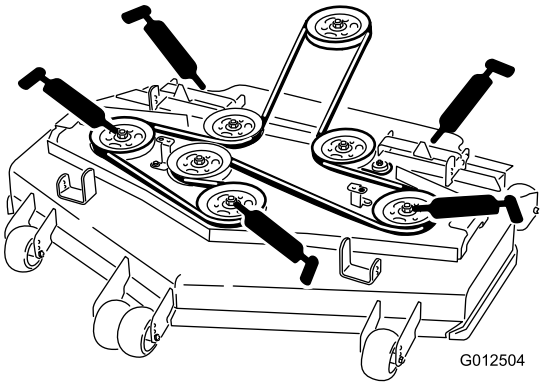

Figuur 30
4. Smeer de drie aslagers totdat er vet naar buiten komt (Figuur 30).
5. Pomp vet in de smeernippels op de duwarmen (Figuur 30).